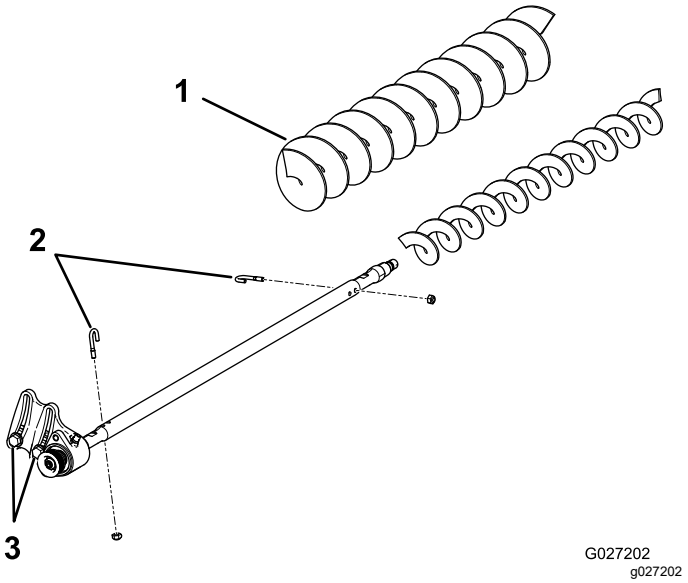

Bild 23
3. Entfernen Sie die zwei J-Schrauben und Muttern (Bild 23).
4. Schieben Sie die vorhandene Bürste von der Bürstenwelle (Bild 23).
5. Lösen Sie die zwei Schrauben, Scheiben und Muttern, mit denen das Antriebslagergehäuse an der Befestigungshalterung des Lagergehäuses befestigt ist (Bild 23).
6. Schieben Sie die Bürste für hohe Schnitthöhe auf die Bürstenwelle (Bild 23).
7. Klemmen Sie die Bürste mit zwei J-Schrauben und Muttern, die Sie vorher entfernt haben, auf die Welle (Bild 23).